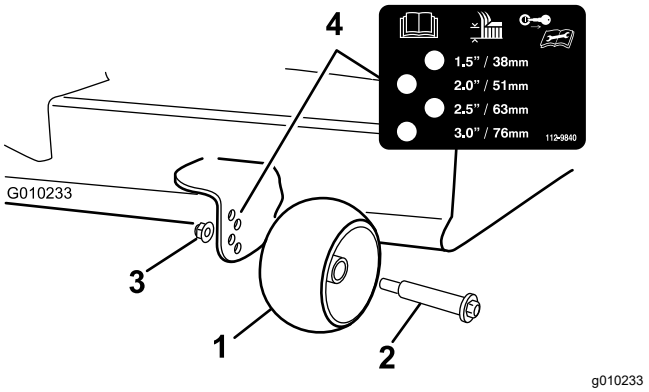

Figura 30
3. Ajuste os rolos antidanos (Figura 30) para corresponder à posição da altura de corte mais próxima.